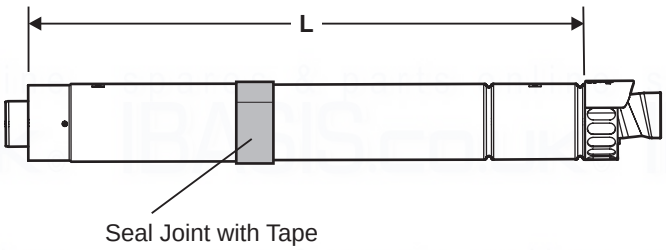

**Fig. 4.7**
2. Determine the overall length (L) of flue required, (see Fig. 4.7) as follows:-